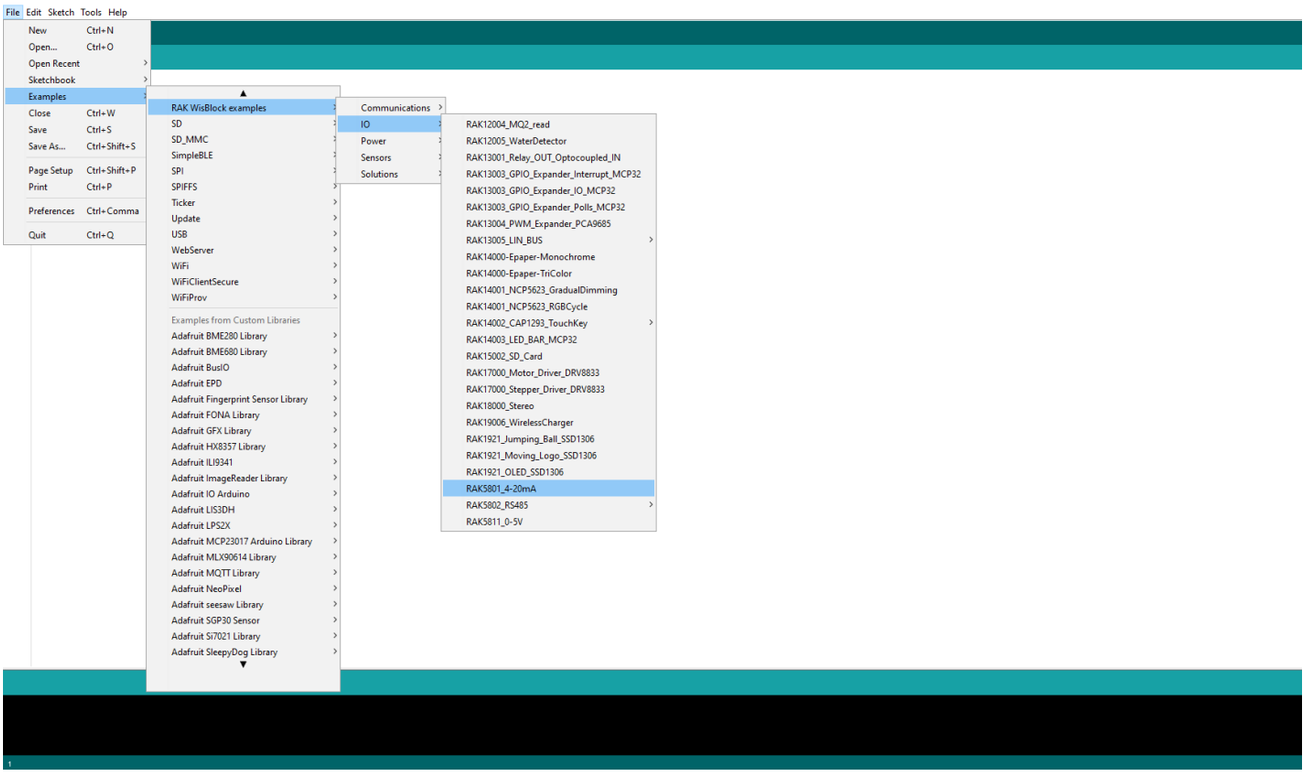

Figure 19: Opening RAK5801 example for RAK11200 WisBlock Core
2. The Basic Sample Code for RAK5801 in GitHub will work on RAK11200 WisBlock Core. You can also open the example codes depending on your WisBlock Core, as shown in **Figure 19**.